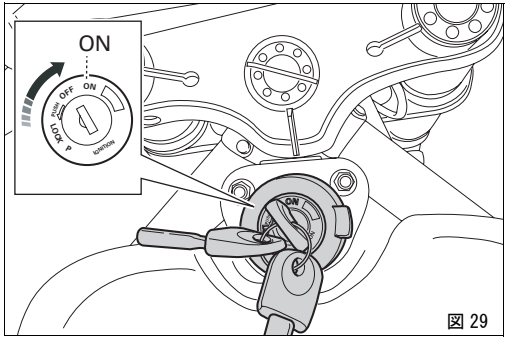

図 29
1) イグニッションスイッチを **ON**（図 29）にします。メーターパネルのグリーンのパイロットランプ **N** と赤のパイロットランプ が点灯していることを確認します。